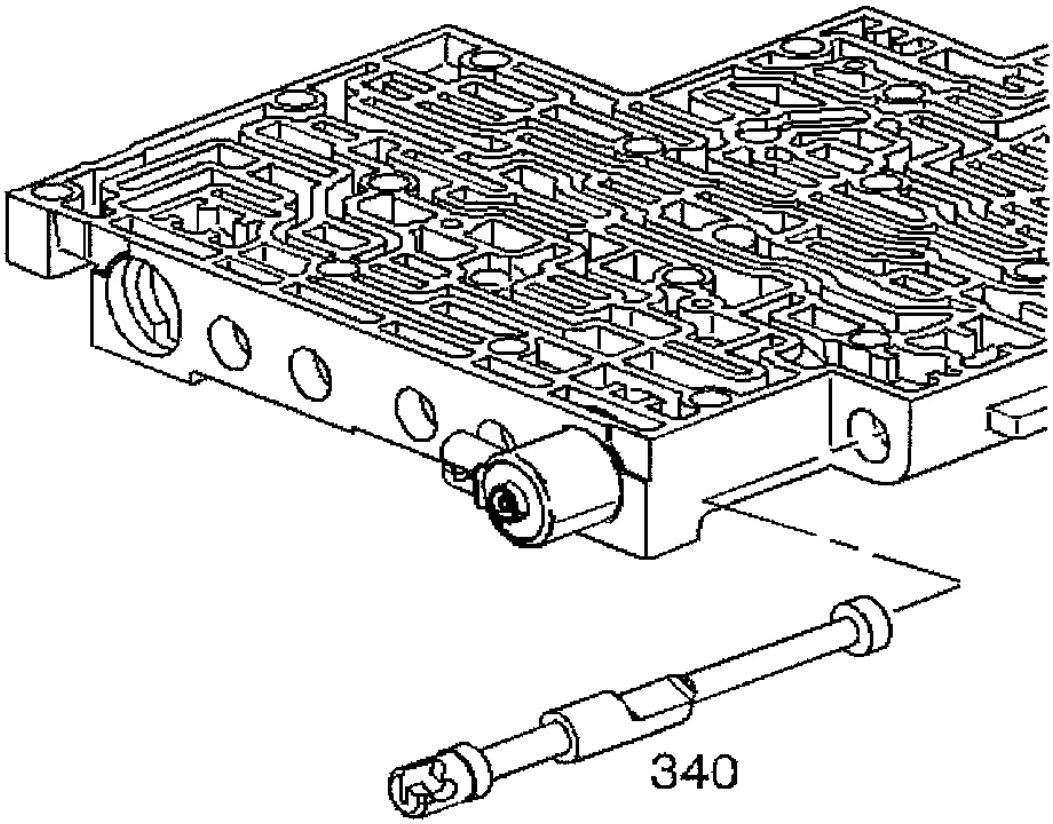

Fig. 62: Removing/Installing Manual Valve
1. Remove the manual valve (340). See **Fig. 62** .